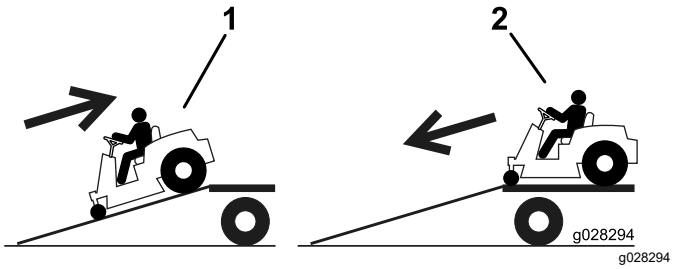

Figura 28
2. Desça a rampa em marcha para a frente (Figura 28).